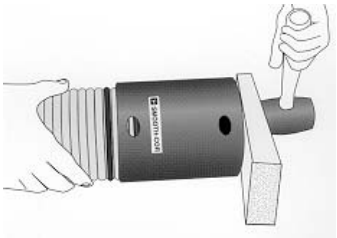

Figure 24
4. Use a mallet and wood block to seat the coupler until the home-mark is covered. Note that the small lock ring on the inside surface of the coupler snaps into a matching corrugation as shown on Figure 24.